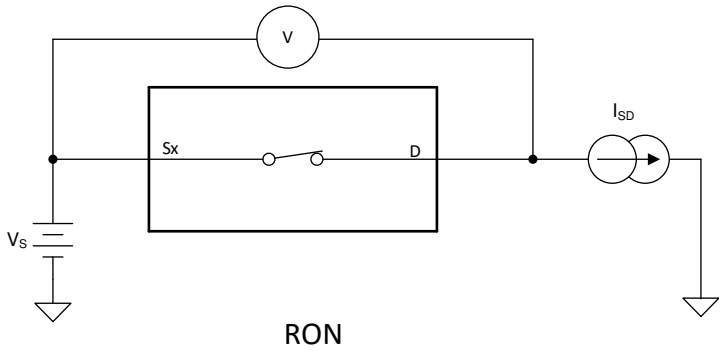

图 7-1. 导通电阻测量设置
器件的导通电阻是器件源极 (Sx) 和漏极 (D) 引脚之间的欧姆电阻。导通电阻随输入电压和电源电压的变化而变化。符号 R_{ON} 用于表示导通电阻。图 7-1 展示了用于测量 R_{ON} 的测量设置。电压 (V) 和电流 (I_{SD}) 可通过此设置进行测量，而 R_{ON} 可通过 $R_{ON} = V/I_{SD}$ 来计算。